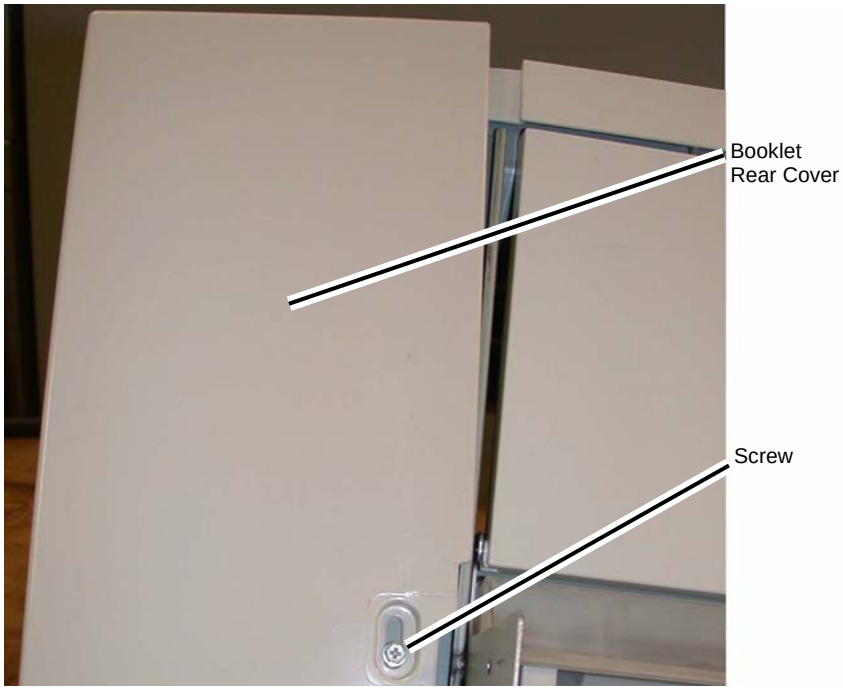

Figure 2 Removing the Booklet Rear Cover
c. Remove the Screw (1) (Figure 2).